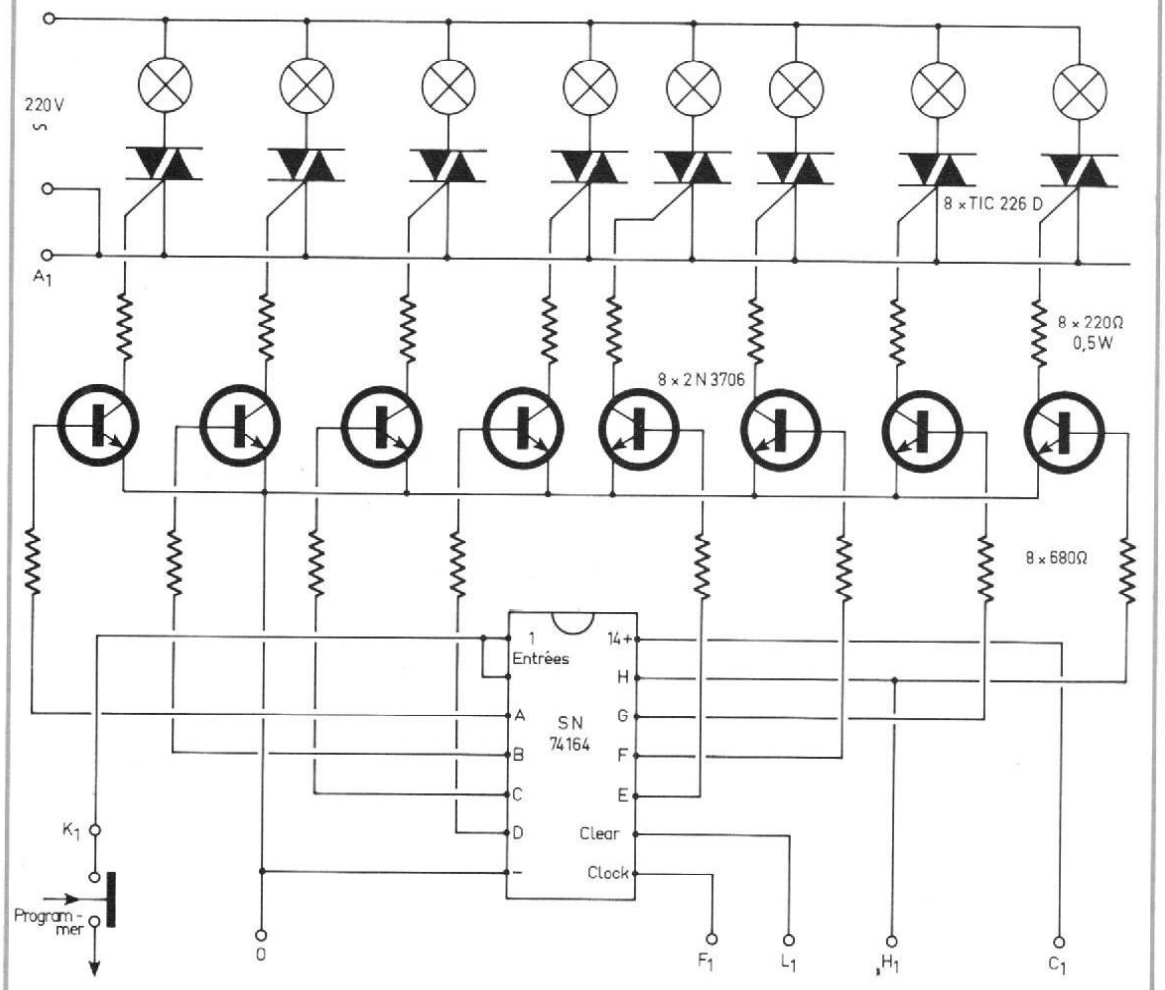

Fig. 8. – Utilisation d'un registre à 8 étages. Ce circuit est compatible avec ceux des figures 3 à 5.
La figure 8 montre le circuit d'utilisation de ce registre. Le dessin a été disposé de manière qu'on puisse établir le plan d'implantation d'une façon presque immédiate. Il reste à remarquer que ce registre ne possède pas d'entrée « preset ». Cela n'a d'ailleurs une importance que si on l'utilise (fig. 7) en premier lieu car, sur tous les registres suivants, l'entrée « preset » ne sert, de toute façon, à rien. Ainsi aucune modification du schéma n'est nécessaire si on utilise un SN 7496 en premier lieu et des SN 74164, on peut « programmer » en appliquant simplement un « 1 » à l'entrée du registre, c'est-à-dire en ouvrant la connexion correspondante par une touche (fig. 8, en bas). Les éléments Cb3 et R_5 du schéma de la figure 3 deviennent alors inutiles et, en position « défilement », l'allumage n'étant plus automatique, dès la mise sous tension il faut le programmer manuellement.
La combinaison de registres de 5 à 8 étages peut donc avoir un certain avantage. Seulement, cela fait 13 ampoules, nombre dont vous ne voulez peut-être en aucun cas. Or il est parfaitement possible de le ramener à 12, par exemple en connectant la sortie H_1 (fig. 8), non pas sur le plot H, mais sur le plot G du registre. On en utilise alors que 7 étages et il est, bien entendu, inutile d'installer un transistor et un triac sur le 8e (H). De cette façon, il est possible d'obtenir un nombre quelconque de commandes et rien n'empêche l'installation d'un commutateur permettant de modifier ce nombre à tout instant.